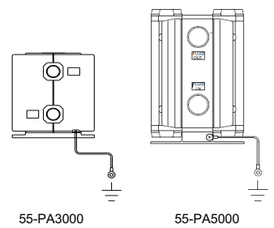

Abb.1 Methode zum Anschluss des Erdungskabels*
- **Erdungsanschluss (Abb. 1)**